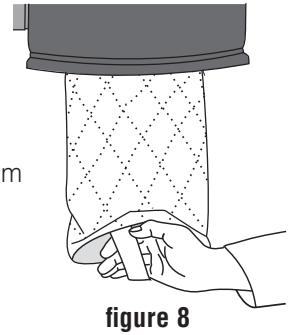

figure 8
1. To access the bag, unlatch the two clips and remove the dust receptacle ***(figure 8)***.